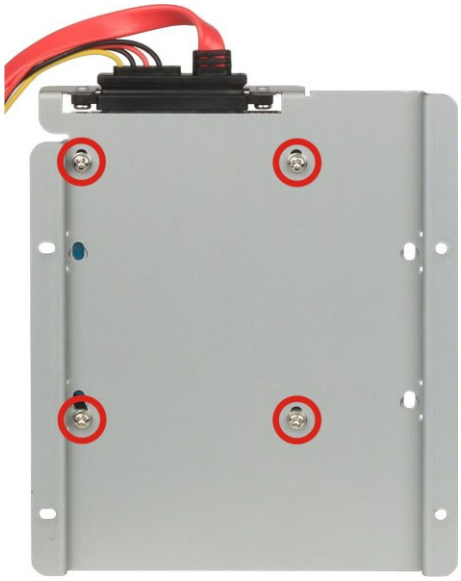

Figure 3-7: 2.5" HDD Retention Screws
Step 4: **Secure the hard drive to the bracket**. Secure the hard drive to the bracket with four retention screws as shown in **Figure 3-7**.